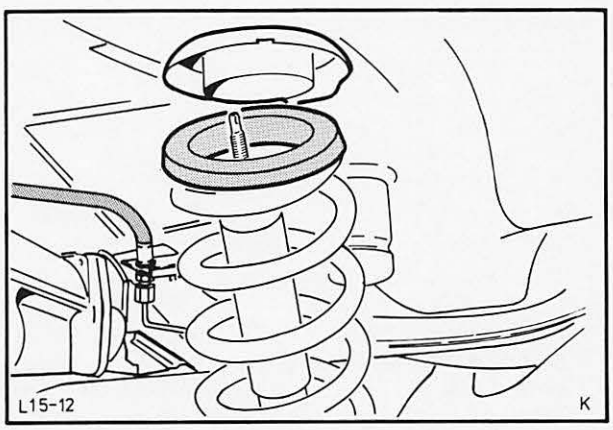

Abb. 29 Gummiauflage zwischen Schraubenfeder und Bodengruppe
11. Komplette Hinterachse unter das Fahrzeug fahren und (unter Verwendung des Vierkantholzes) Achse so weit anheben, daß die Schraubenfedern gespannt sind. Auf richtige Einbaulage der Federn und Gummiauflagen achten. Abb. 29.